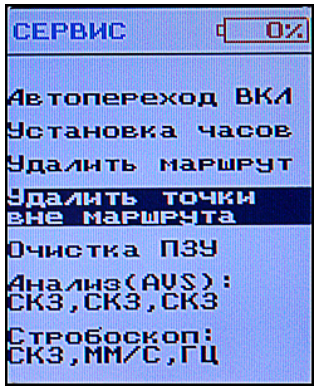

Рис. 42. Выбор пункта «Удалить точки вне маршрута» из меню «Сервис»
- «Удалить точки вне маршрута» - для удаления точек вне маршрута (Рис. 42)